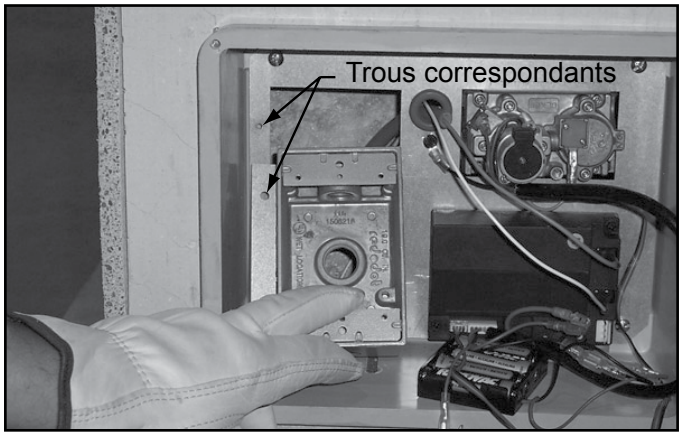

Figure 5.6 Placer et fixer la boîte de jonction
- Placez la boîte de jonction dans la boîte de commande, alignant les trous comme il est indiqué, et en fixant avec les deux vis retirées à la figure 5.6.